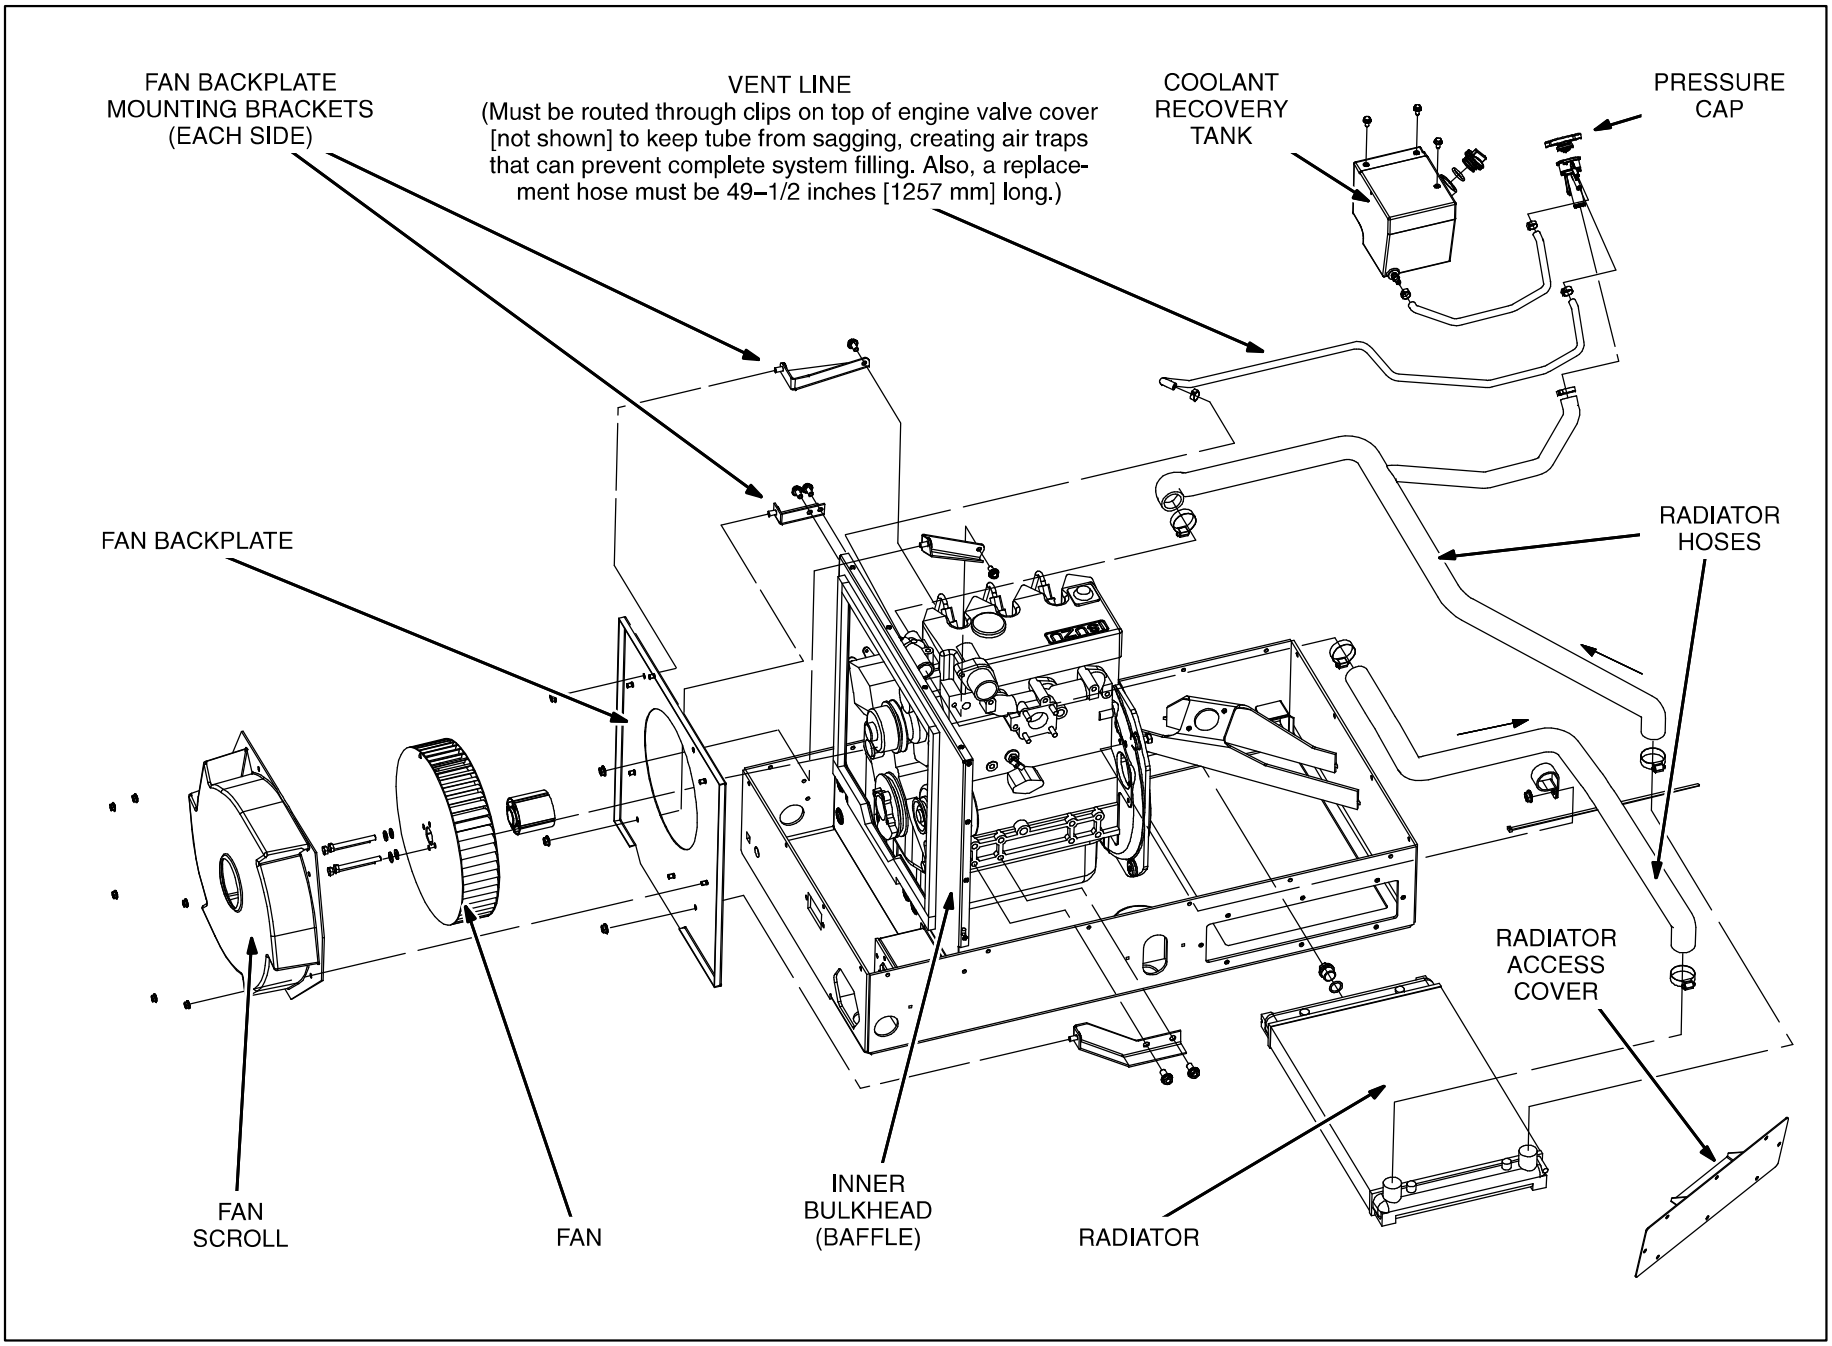

**FIGURE 8-2. ENGINE COOLING SYSTEM (PRIOR TO SPEC C)**
The genset has a liquid-cooled engine with integral, belt-driven coolant pump (Figure 8-2). The radiator is mounted horizontally in the base of the genset. The system drain plug is on the radiator end tank. The coolant recovery tank is mounted on the underside of the top housing panel.
***Prior to Spec C***, refer to Figure 8-2 to reassemble the cooling system components.